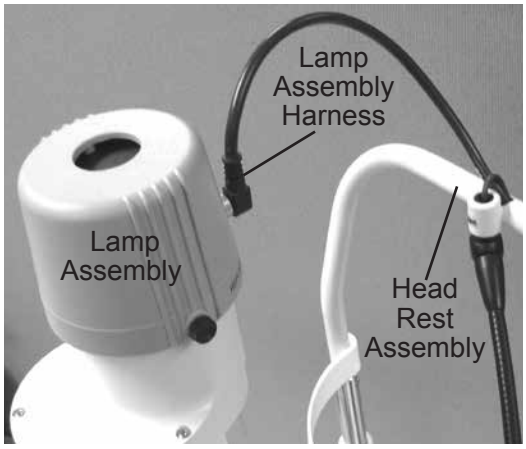

Figure IN-07 Harness Connected
11. Connect the Lamp Assembly to the Head Rest Assembly by connecting the Lamp Assembly Harness to the Lamp Assembly. Refer to Figure IN-07.